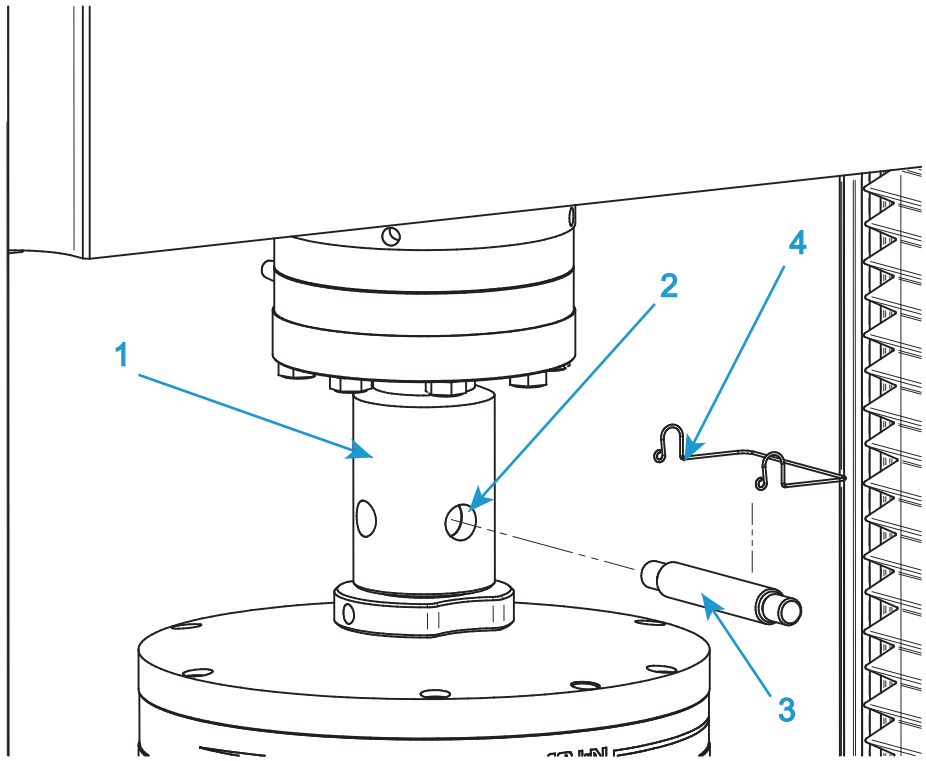

*图 17. 典型夹具安装*
执行该步骤时请参阅第 76 页图 17。
1. 对于上方夹具，将夹具上的联接头插入载荷传感器联接头上的凹进 U 形插座（图 17 中的 1）内。
2. 对齐 U 形夹销钉孔（图 17 中的 2），然后将 U 形夹销钉（图 17 中的 3）插入孔中。
3. 使用 U 形夹销钉联接卡簧 （图 17 中的 4）固定 U 形夹销钉。